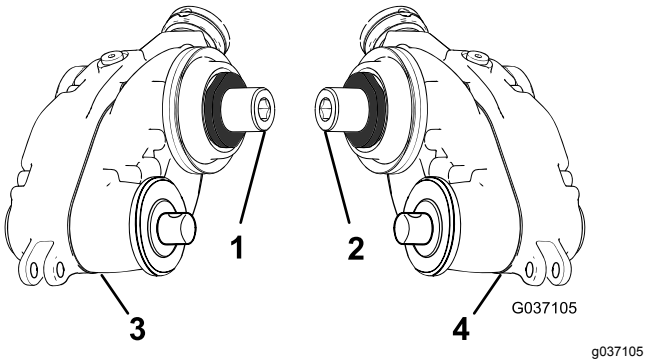

Figuur 7
1. Bepaal welke aandrijfkast van de groomer de linker is en welke de rechter, zie Figuur 7.